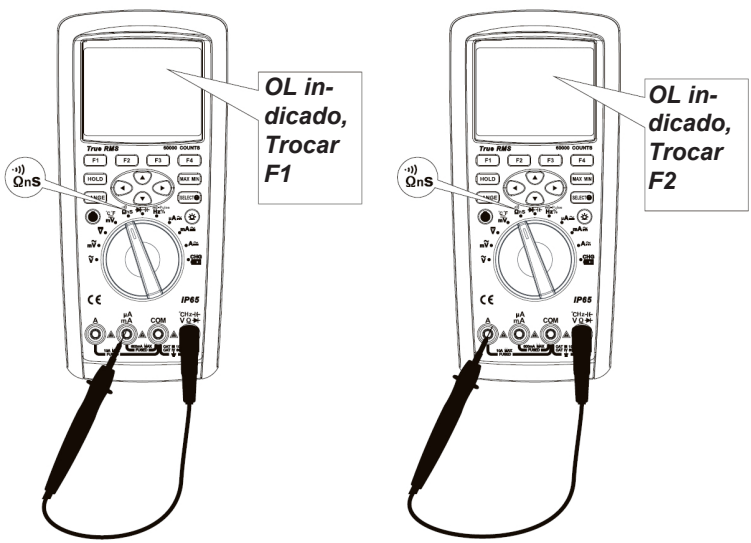

Figura 19
1. Conforme ***Figura 19*** posicione a chave rotativa na posição ***"Ω nS •))) "***.